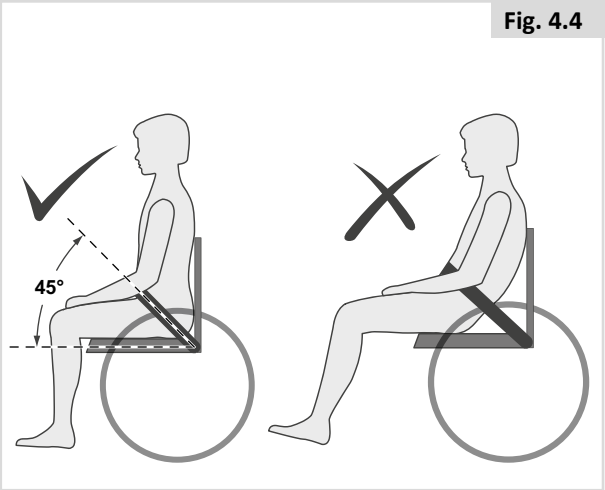

Fig. 4.4
- Normalerweise sollte der Beckengurt so angebracht werden, dass sich die Gurte in einem Winkel von ca. 45° (Fig. 4.4) befinden; wenn er richtig eingestellt ist, darf der Benutzer im Sitz nicht nach unten rutschen.